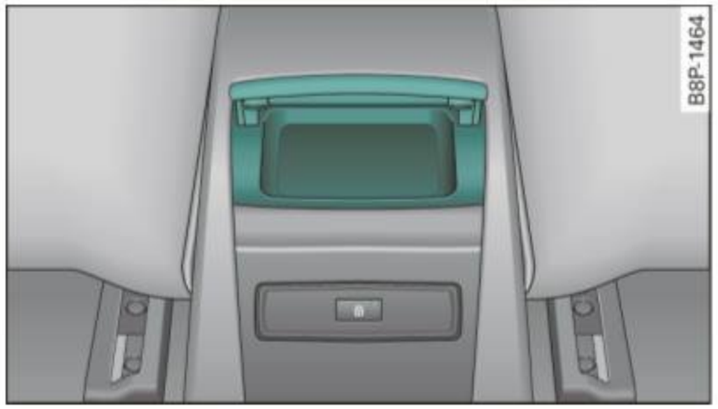

Fig. 93 Rear ashtray
– Hold the ashtray housing ⇒ fig. 93 and lift out.